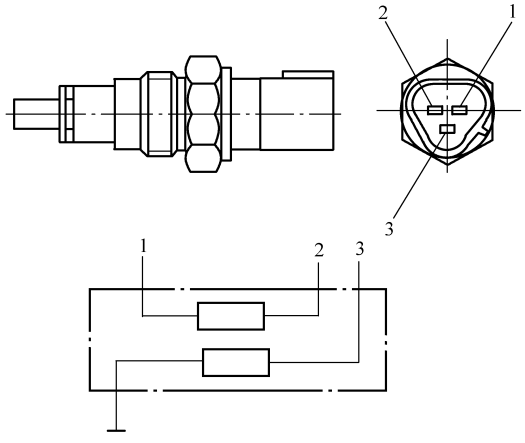
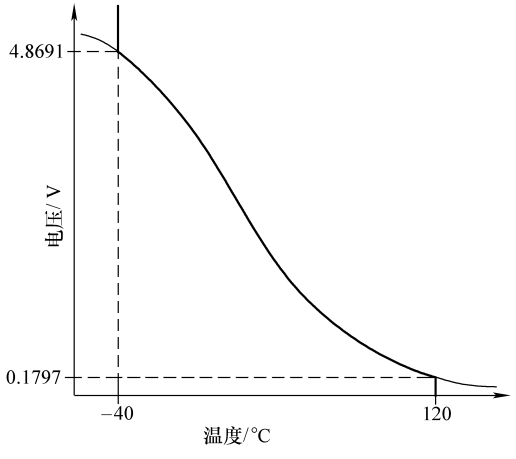
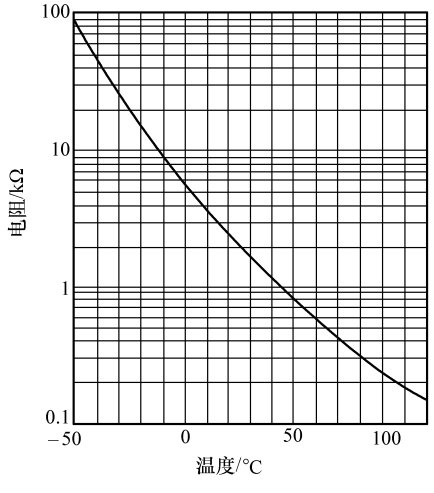

图 6-44　冷却液温度传感器
图 6-45　温度与电压之间的关系
图 6-46　温度与电阻之间的关系
① 冷却液温度（ECT）传感器见图 6-44；温度与电压之间的关系见图 6-45；温度与电阻之间的关系见图 6-46。